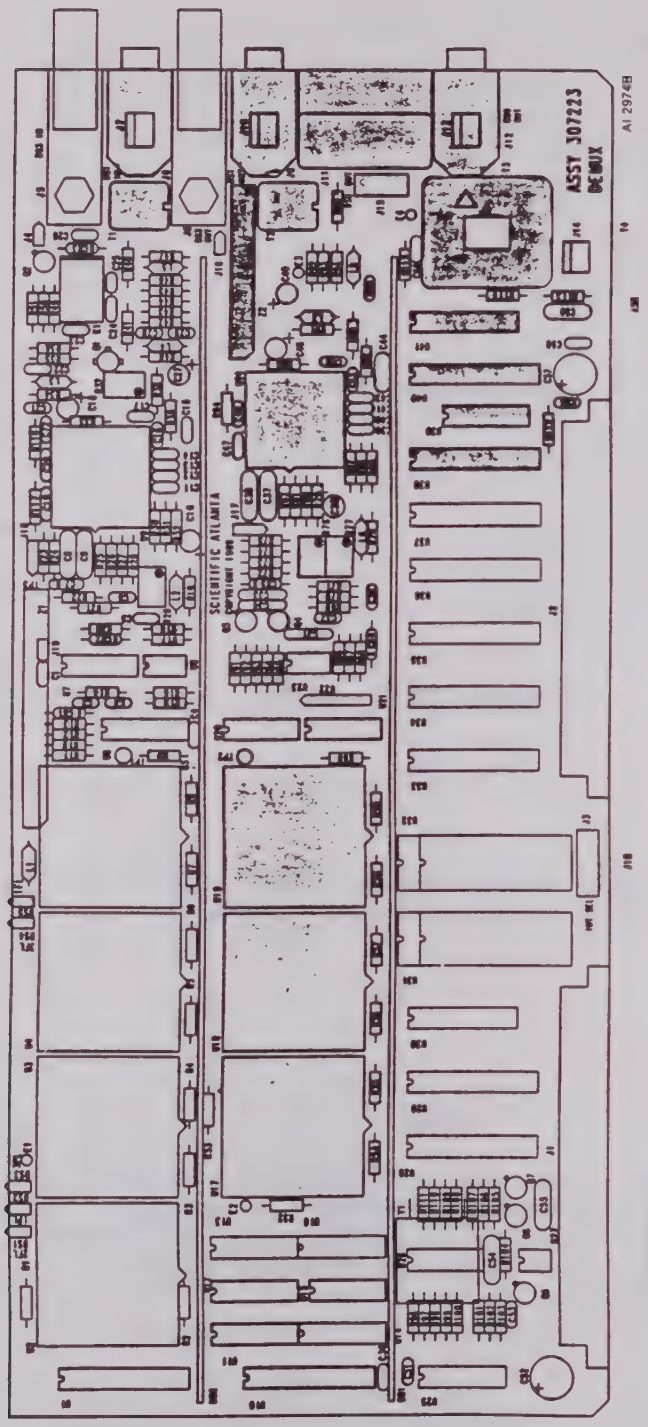

Figure 3.23. DS1 Components of Demux Card
5. Have the demux card schematic handy and refer to Figure 3.23 to locate components.